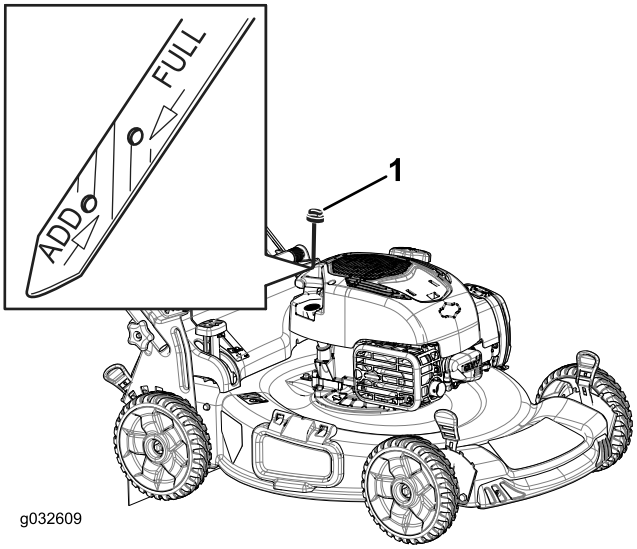

Figura 31
2. Retire a vareta do óleo (Figura 31).
4. **Lentamente** deite óleo no tubo de enchimento do óleo até que o nível do óleo atinja a marca **Full** (cheio) na vareta (Figura 31). **Não encha demasiado.**